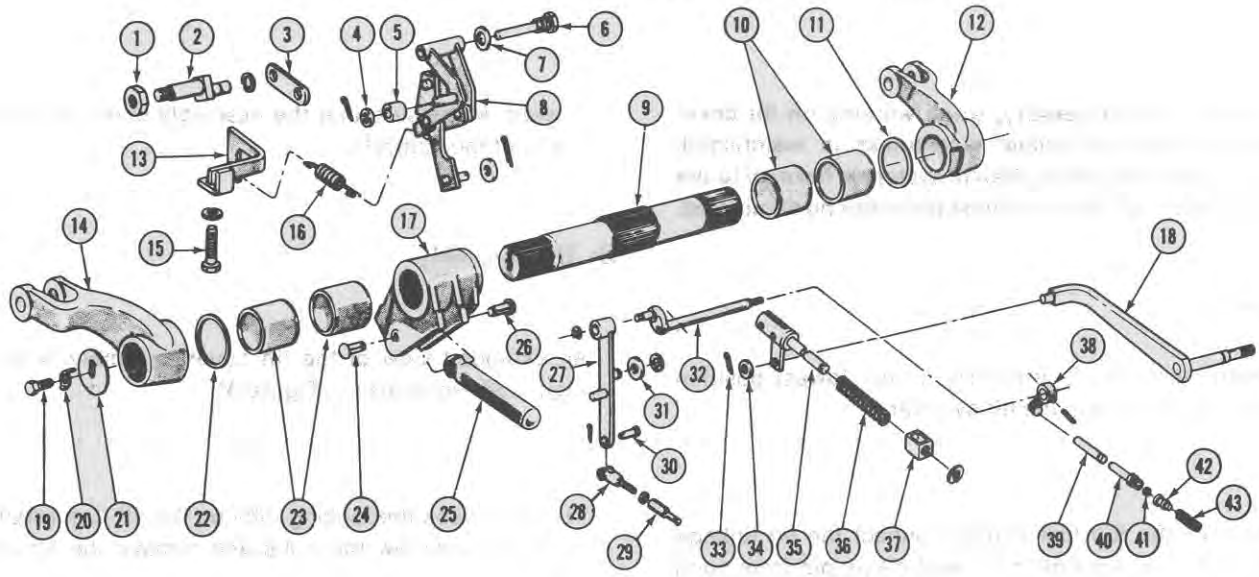
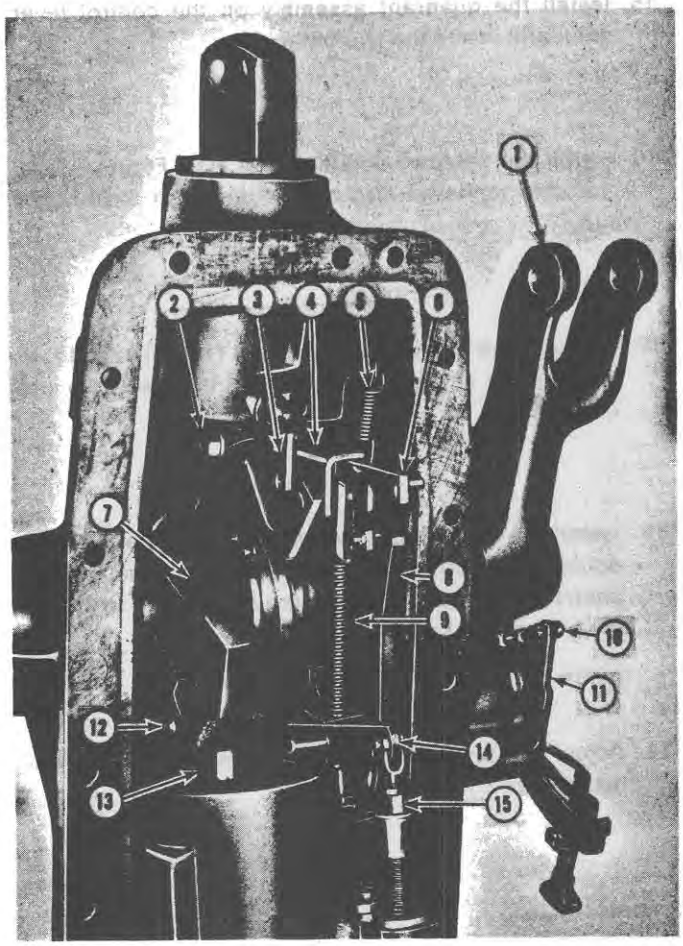

Figure 30
Figure 31
6. Clean the lift cover around the gasket joint and remove the fifteen bolts which secure the lift cover to the rear axle center housing. Using a suitable hoist attached to the lifting bracket, raise the lift cover assembly clear of the center housing approximately 3-1/2 inches (88.9 mm) to detach the strut from the selector linkage assembly, (8), Figure 30.
An exploded view of the lift cover assembly is shown in Figure 30. Refer also to Figure 31.
3. Disconnect the selector lever clevis (10), Figure 31, from the selector actuator arm (11) by removing the cotter pin and clevis pin.
6. Remove the tension spring (16), Figure 30, connected to the spring retainer (13) and selector linkage assembly (8).
7. Disconnect the control rod and roller assembly (35), Figure 30, from the selector arm (18) by removing the cotter pin and washer.
8. Remove the clevis pin and cotter pin from the control valve clevis (28) and lift the turnbuckle assembly (29) out of the control valve.
9. Remove the two retaining pins from the lift piston connecting rod (25) and lift the rod clear of the cylinder.
10. Remove the snap ring from the juncture of the control valve actuating lever (27) and control lever shaft (32) and remove the actuating lever.
12. Remove the draft control adjustment screw retaining nut (1), Figure 30, and externally, the lift position control pivot shaft (6). Remove the selector linkage assembly (8) by disengaging the draft control connector link (3) and lifting the linkage out of the lift cover.
14. To remove the lift cross shaft (9), invert the lift cover on the stand so that the lift cylinder is underneath.
2. Position the two lift shaft bushings (10), Figure 30, on the lift cross shaft and, using the shaft as an installing tool, install the bushing by tapping the end of the shaft with a soft headed hammer until the outer bushing is flush with the housing.
5. Position the cross shaft washers (21), Figure 30, on both sides, install the tabbed lock washers, and tighten the bolts on the ends of the shaft equally until the lift arms will just drop under their own weight. Lock the bolts with the lockwashers.
8. Position the selector linkage assembly (8), Figure 30, in the cover and engage the draft control connector link (3). Install the lift position control pivot shaft (6), from the outside of the cover to secure the selector linkage assembly. Install the adjustment screw retaining nut (1).
9. Position the control rod spring (36) on the control rod and insert the rod through the lift rod connector (37) installed on the control valve actuating lever (27). Compress the spring and install the retaining ring on the end of the control rod.
10. Position the control valve actuating lever and rod and roller assembly on the control lever shaft (32) and secure with the snap ring.
11. Connect the rod and roller assembly to the selector arm (18) with the cotter pin and washer.
12. Install the lift piston connecting rod (25) and attach it to the ram arm (17) with the two retaining pins.
14. Install the tension spring between the spring retainer (13), and selector linkage assembly (8).
16. Install the selector actuator arm (11), Figure 31, on the selector lever arm and secure with the anchor nut.
17. Connect the selector lever clevis (10), Figure 31, to the selector actuator arm (11) with the clevis pin and cotter pin.